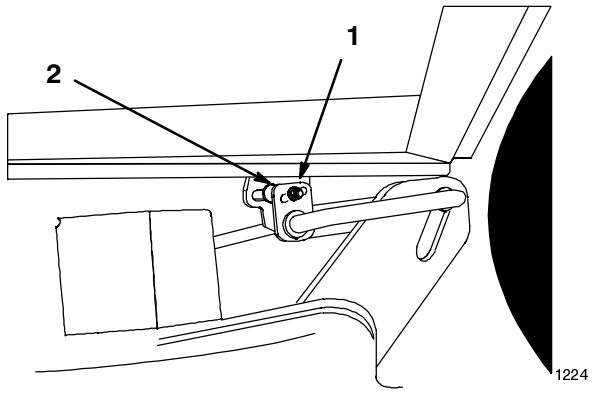

Abbildung 9
4. Die Einstellschraube an einer Seite lösen und den Hängebock drehen, um das Mähwerk anzuheben bzw. abzusenken (Abb. 9).